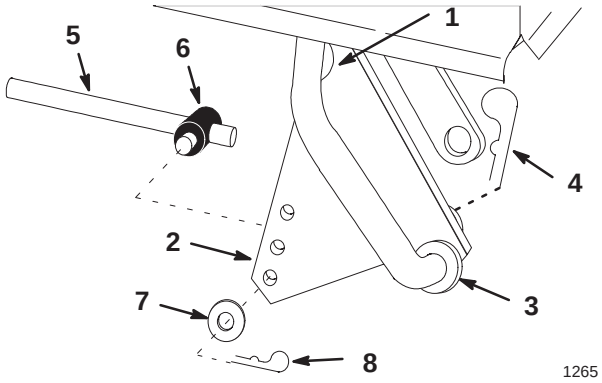

Figure 9
7. Position the notch in lift plate around the left side tractor lift arm and slide the lift plate onto the attachment lift arm (Fig. 9). Secure with hairpin cotter from mower, at lift arm.
8. Thread the trunnion onto the lift rod and insert into one of the holes in the attachment lift plate. Secure with a 9/16” washer and medium hairpin cotter (Fig. 9).